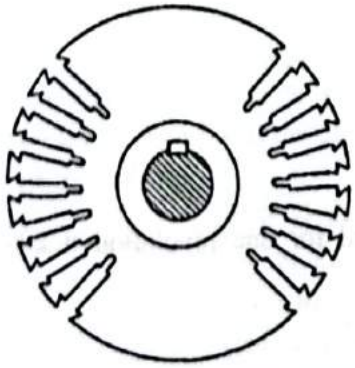

**FIG. 4.49 : CYLINDRICAL ROTOR WITHOUT WINDING**
- So the rotor is made cylindrical. Hence the air resistance is reduced and wastage of power is reduced. Construction of such rotor is shown in Fig. 4.49. In this the diameter of rotor becomes less so the axial length is increased. This type of rotor construction is used for the alternators driven by the steam turbines.